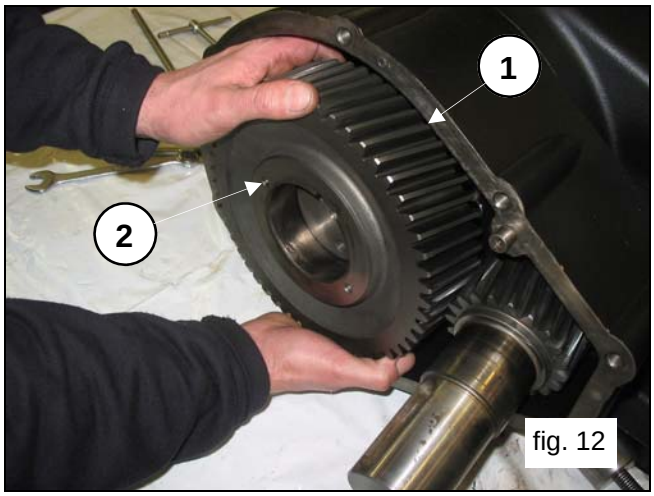

fig. 12
Remove the ring gear (pos.①, fig.12). If necessary, use a slide hammer applying it to the 2 M8 holes (pos.②, fig.12).